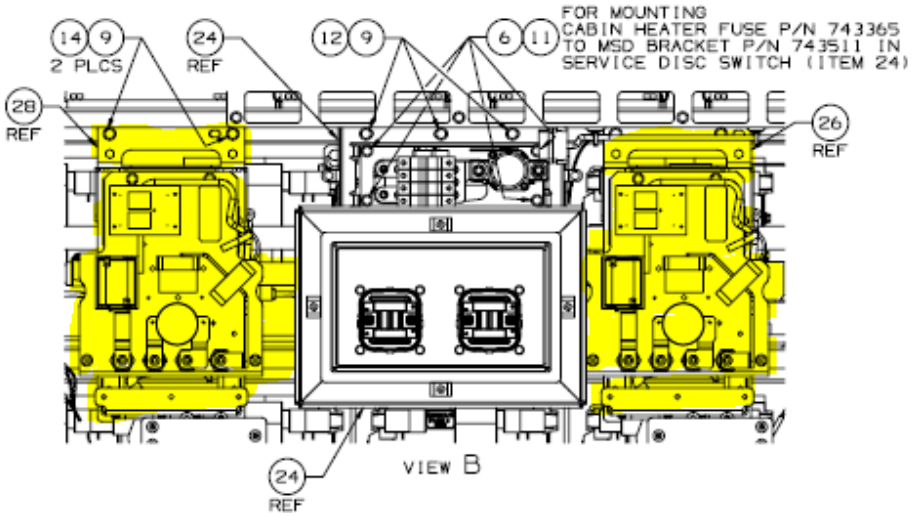

Figure 10: Rear BDU Assemblies
3.3 Remove the two BDU assemblies while saving the existing hardware to re-use. 4 bolts are used to secure the BDU to the ESS and 4 nuts are used to secure the bus bars as seen below in figure 10.
3.3.1 Remove the 4 nuts securing the bus bars to the BDU as seen on the bottom of the left view in Figure 10. (97 ±8 in-lbs for re-installment).